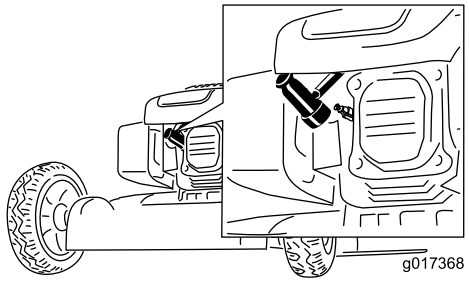

Figura 14
2. Desconecte el cable de la bujía (Figura 14) antes de realizar cualquier procedimiento de mantenimiento.